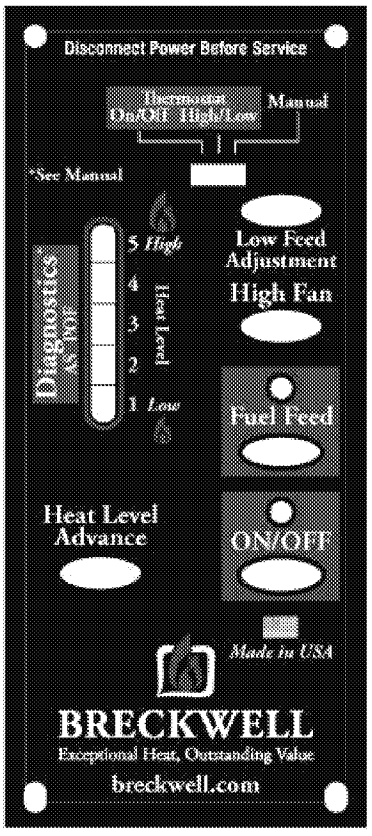

Figure 12
PANNEAU DE COMMANDES (FIGURE 12)
- Le voyant vert situé au-dessus du bouton de M/A (dans la case ON/OFF) va clignoter durant la période d'allumage au démarrage (Voyez la Figure 12).
- Pendant que le système de vis sans fin du poêle alimente en granulés, le voyant vert dans le carré "Fuel Feed" sera allumé (Voyez la Figure 12).